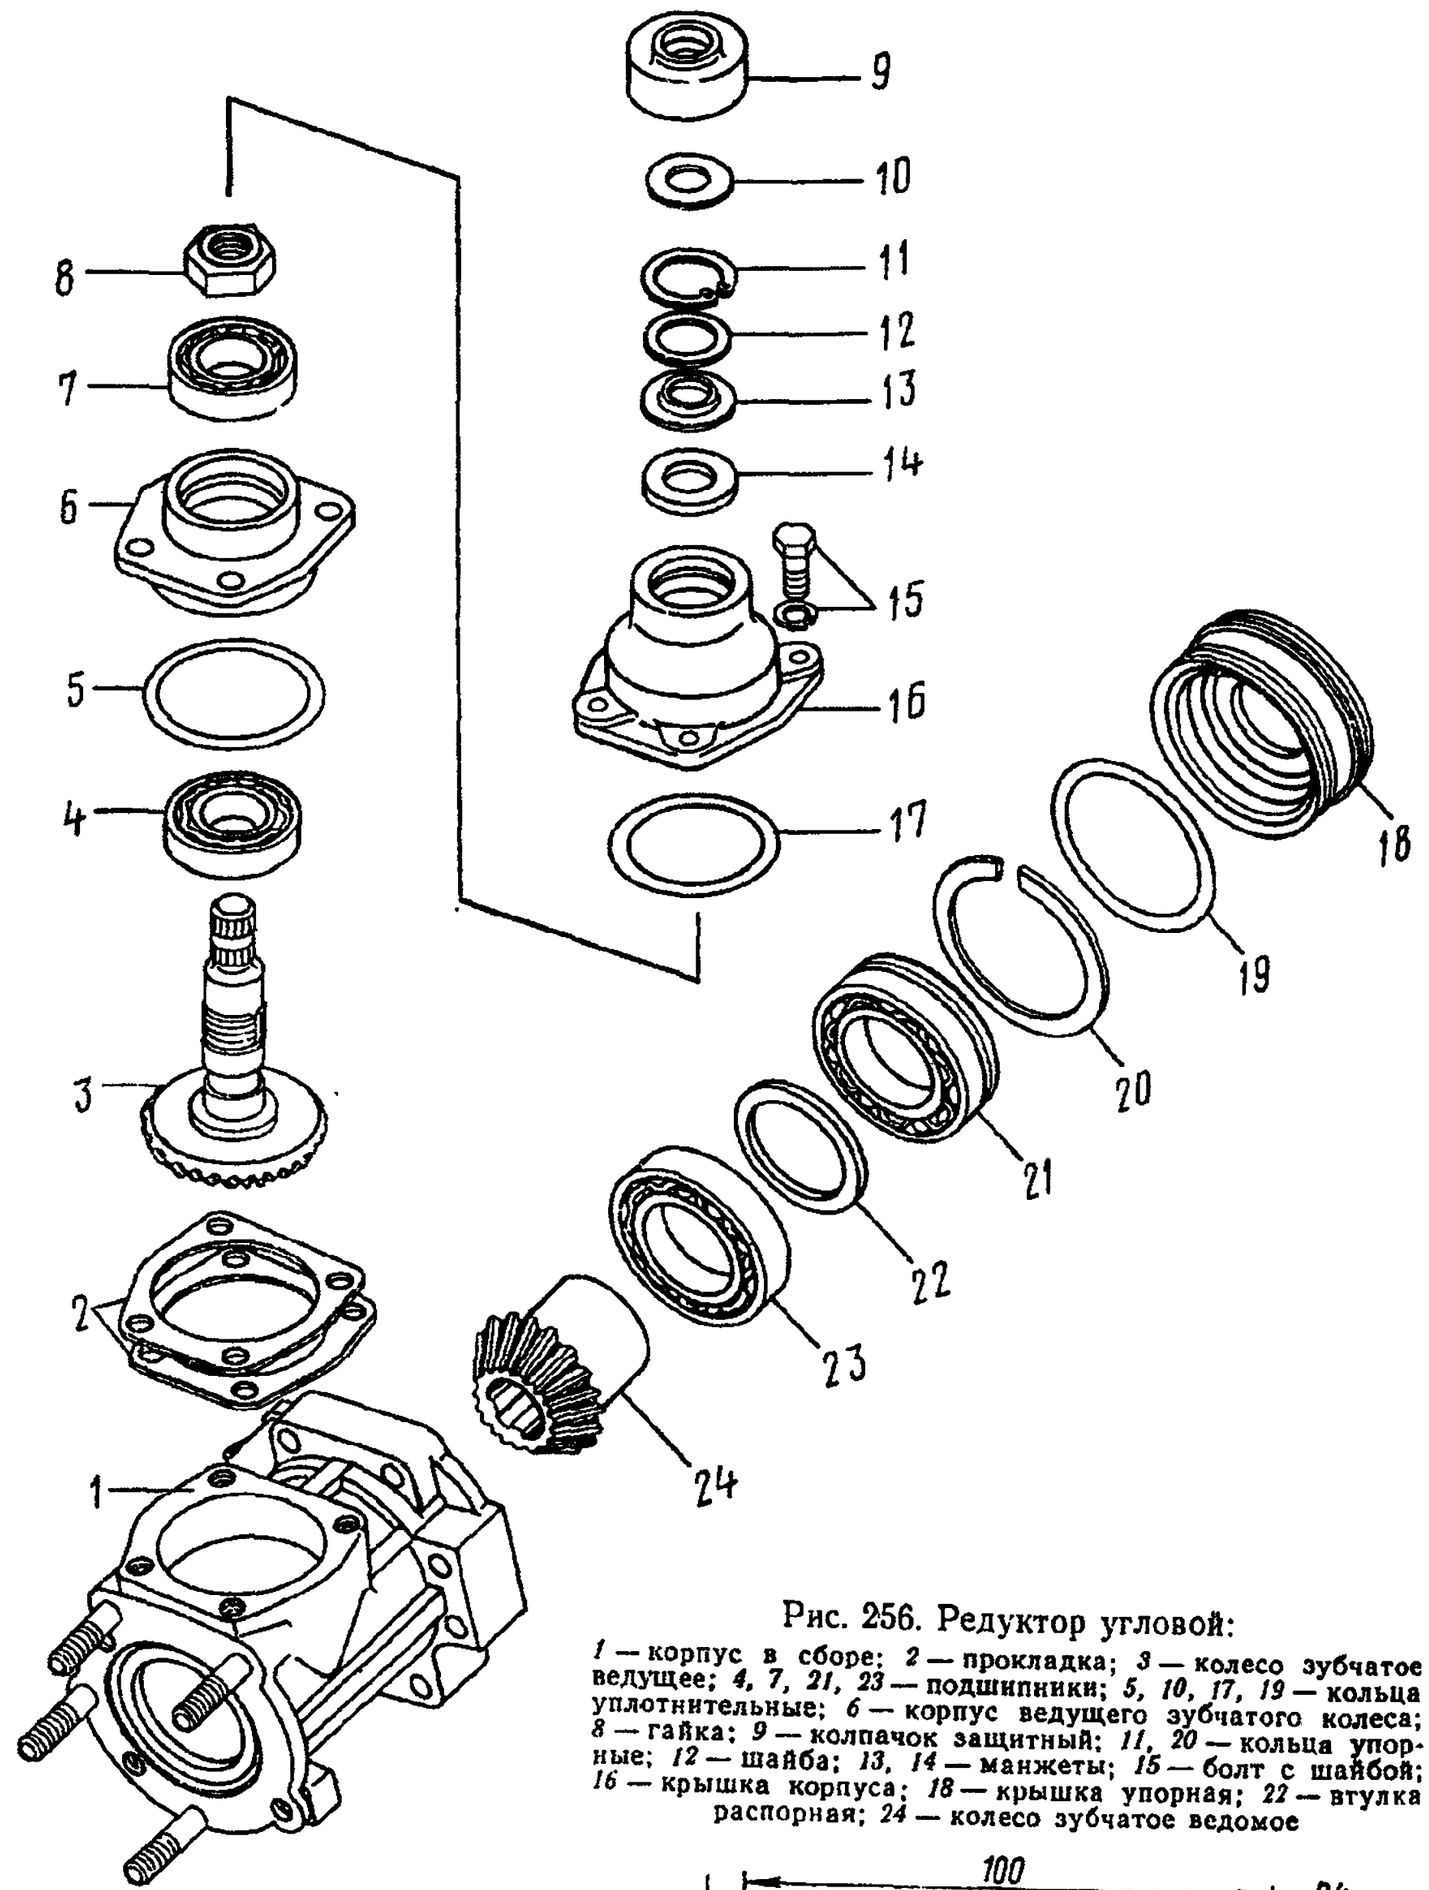
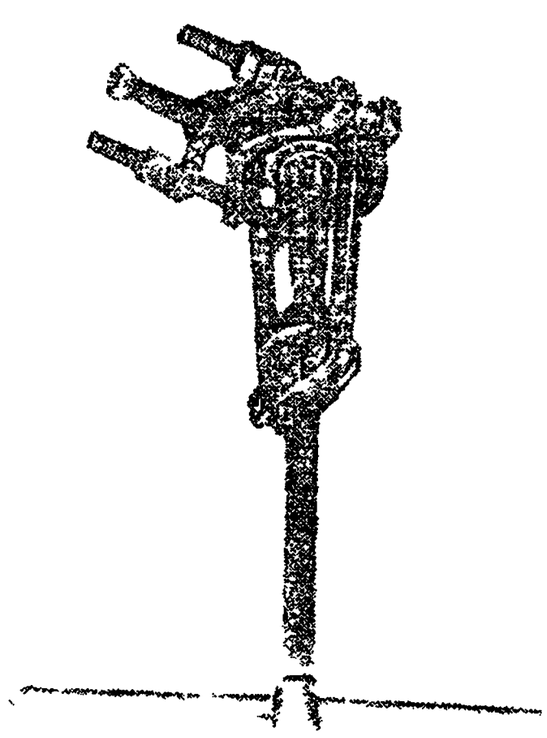

Рис. 256. Редуктор угловой:
Рис. 257. Снятие подшипников углового редуктора
Примечание. При дальнейшей разборке во избежание высыпания шариков *38* из шариковой гайки *37* и заклинивания винта *47* не допускайте проворота ведущего зубчатого колеса *3* (см. рис. 256) боле чем на один оборот от его среднего положения.
18. Угловой редуктор зажмите в тиски, выверните болты *15* (рис. 256) с шайбами, снимите защитный колпачок *9* и крышку *16* корпуса ведущего зубчатого колеса	Тиски, ключ 8 мм, отвертка
21. Спрессуйте съемником (рис. 257) подшипник *4* (см. рис. 256) с вала зубчатого колеса	Съемник
24. Выпрессуйте съемником (см. рис. 257) подшипники *21* и *23* (см. рис 256).	Съемник